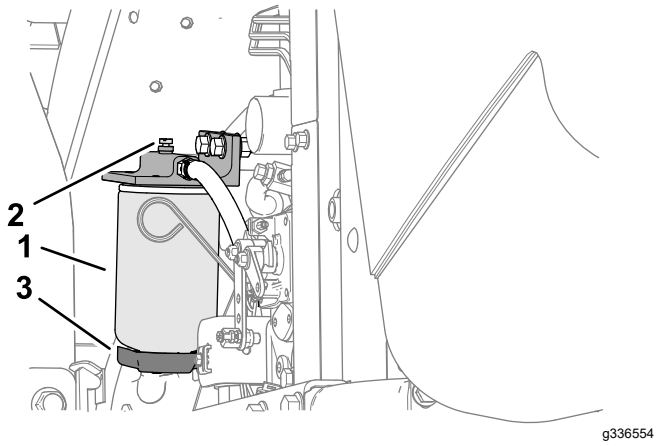

Figur 66
4. Lossa avtappningsventilen i botten på filterskålen (Figur 66).
3. Rengör området där filterskålen ska monteras (Figur 66).